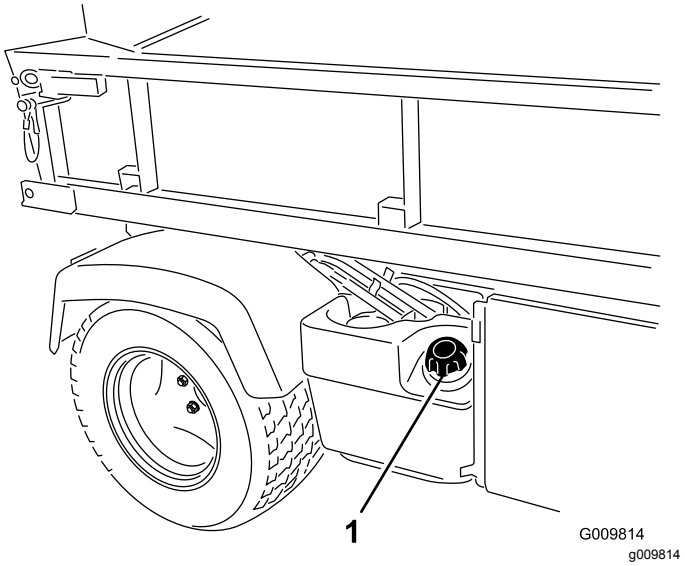

**Rysunek 18**
2. Odkręć korek zbiornika paliwa (Rysunek 18).